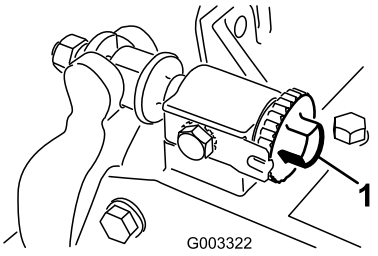

Figur 23
1. Løsne kontakten mellom spole og motstål ved å dreie justeringsknotten for motstålet (Figur 23) mot klokken inntil de ikke lenger er i kontakt.